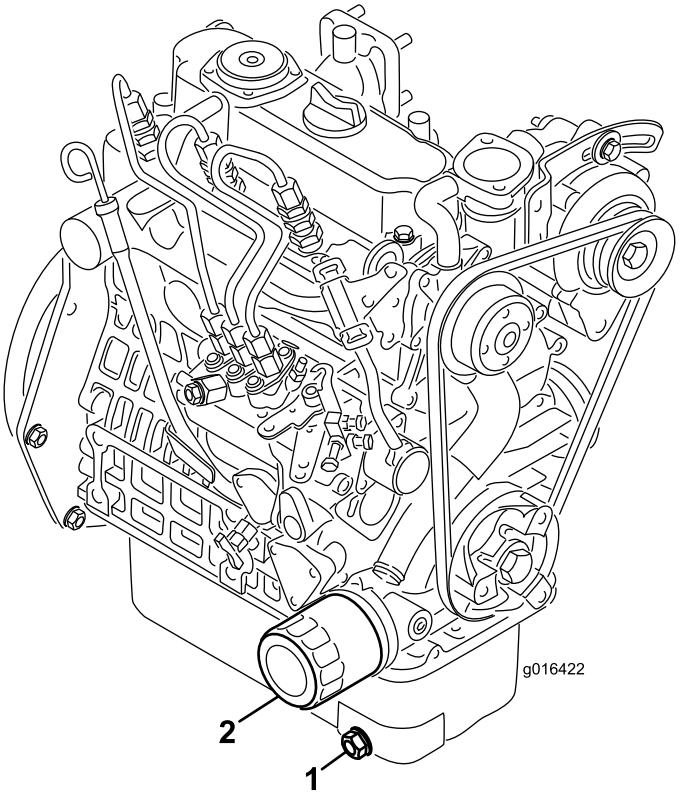

Figuur 38
1. Verwijder de aftapplug (Figuur 38) en laat de olie in een opvangbak lopen. Als er geen olie meer naar buiten stroomt, plaatst u de aftapplug terug.